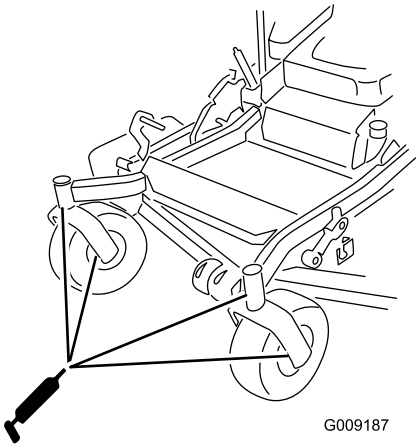

Figur 40
9. Fjern smørenippelen fra hullet. Sett på plass sekskantpluggen og støvdekslet (Figur 40).